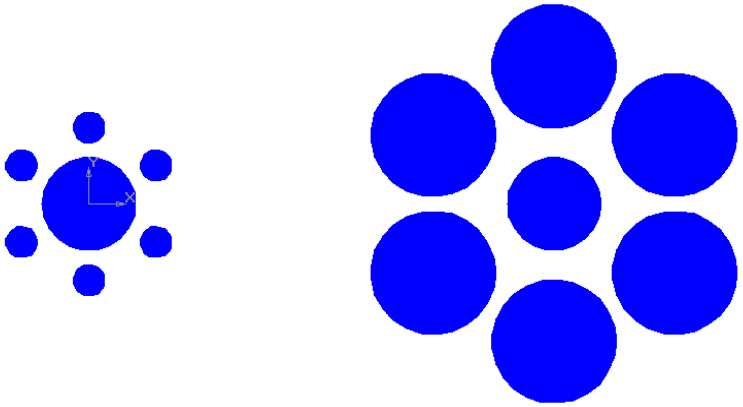

Рис. 8.7.
3.4. Для заливки цветом щелкните последовательно внутри каждой окружности (рис. 8.7).